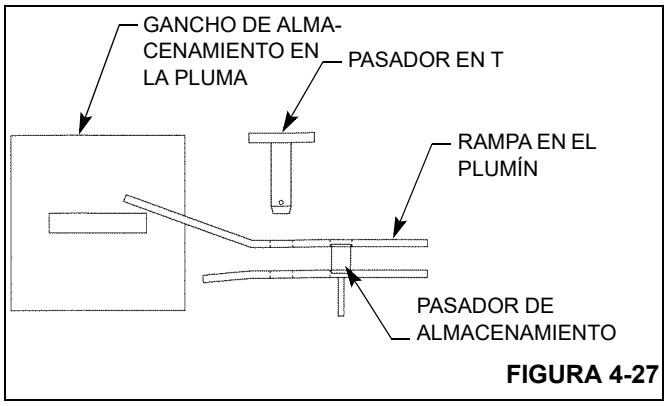

FIGURA 4-27
8. Retraiga la pluma lentamente. Observe la alineación del gancho de almacenamiento y la traba mientras se retrae la pluma, Figura 4-27.